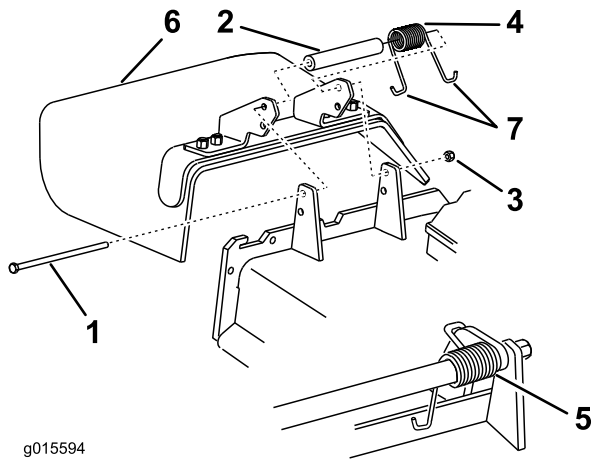

Figur 98
1. Fjern låsemøtrikken, bolten, fjederen og afstandsklodsen, som fastgør græsdeflektoren til akselbeslagene (Figur 98). Fjern den beskadigede eller slidte græsdeflektor.
Bemærk: Sørg for, at en af fjederens **J**-formede ender sidder bag skjoldets kant, før bolten monteres som vist i Figur 98.
3. Monter bolt og møtrik. Placer en af fjederens **J**-formede ender omkring græsdeflektoren (Figur 98).